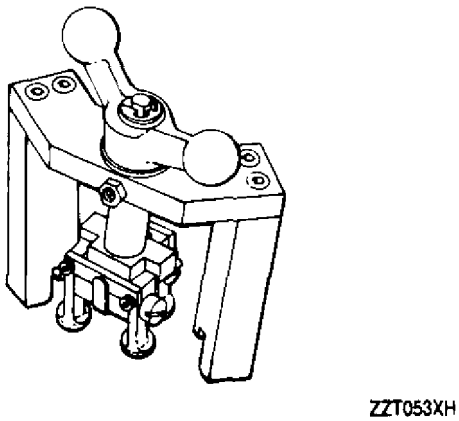

Figure 19. 6796616 Sun Gear Lube Tube Puller
(5) Remove tight tube assemblies by heating the flange assembly in water heated to 150−180°F (66−82°C) and chilling the tubes with dry ice. Remove tubes using 6796616 sun gear lube tube puller (figure 19).